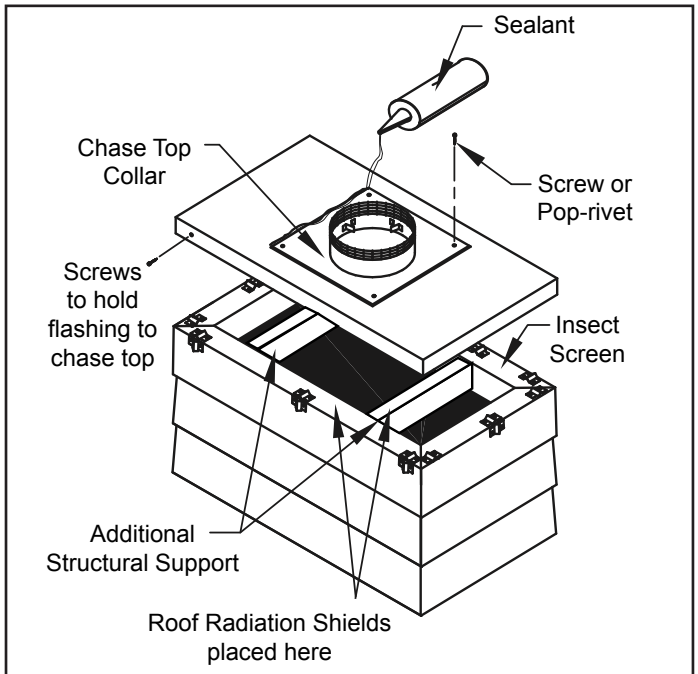

Figure 4.15
- Additional non-combustible structural supports can be field-fabricated to help support the chase top flashing if needed, provided the air ventilation requirements are maintained. See Figure 4.15.
- Secure the chase top collar section to the field-fabricated flashing with sheet metal screws or rivets (Figure 4.15).
- Seal chase top collar section to flashing with non-hardening waterproof sealant to ensure a weather tight connection. See Figure 4.15.